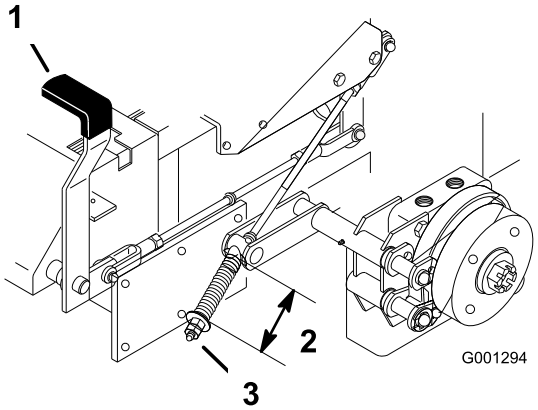

Figur 64
2. Mät fjäderns längd. Avståndet mellan brickorna ska vara 64 mm (Figur 64).
3. Frigör parkeringsbromsen om en justering krävs, och lossa sedan kontramuttern under fjädern och justera muttern direkt under fjädern (Figur 64). Vrid muttern tills korrekt mått uppnås. Vrid muttern medsols för att förkorta fjäderlängden och vrid motsols för att förlänga fjädern.